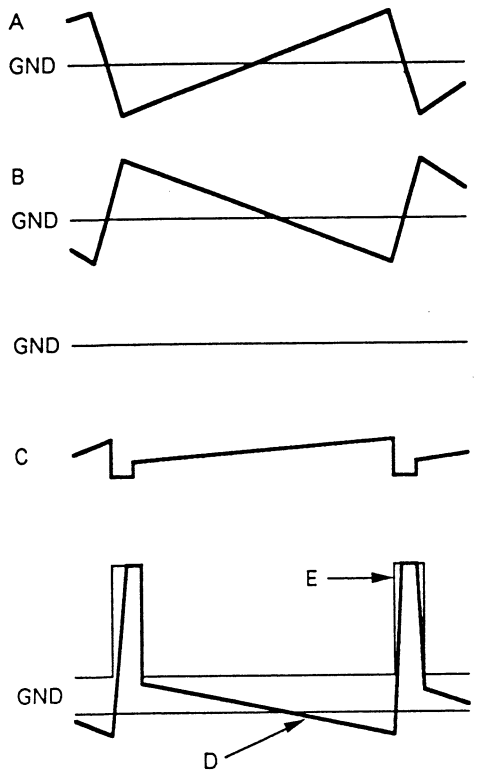
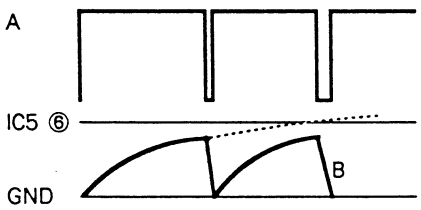

Fig. 6-1.
Fig. 6-2.
1) V. OUT ·····Consists of μPC4558 and μPC1498. As it is common to all 3 channels, here the G-ch will be explained. V. OUT waveform is input into pin ③ of connector DC-2 from the DB board. (Fig. 6-1 A). Although this is input into pin ③ of IC5, since pin ② of IC5 is a GND, a waveform similar to the one shown in Fig. 6-1 B is feedback and pin ③ of IC5 becomes a GND.
Any voltage error that exists between pins ② and ③ of IC5 will be output from pin ① of IC5 (Fig. 6-1 C) and is received by pin ④ of IC6. The output is through pin ② and a electric current like the one shown in Fig. 6-2 B flows. As a result a voltage waveform similar to Fig. 6-1 D is generated. Fig. 6-1 E is the pulse power supply, and is created by μPC1498 which detects the erroneous portion of the pulse of the input waveform (C) and by accumulating D5 and C10.
2) V. STOP PROT ····· Slice the pulse at the output (pin ② of IC6) V. OUT. If C14 does not exist, the waveform of collector Q2 will be a pulse waveform such as in Fig. 6-2 A, practically-speaking, it will be integrated by C14 and become a saw wave like the one in Fig. 6-2 B.
If an abnormality is encountered in V. deflection, as shown in Fig. 6-1 D, the pulse voltage will disappear and the Q2 collector will attach to +B. When this happens, C14 gradually gets charged as shown by the dotted points in Fig. 6-2 B and exceeds the pin ⑥ IC5 which is the comparing voltage, causing pin ⑦ of IC5 to become High, Q4 to turn ON, and Q5 to turn OFF. This is the V. STOP mode.